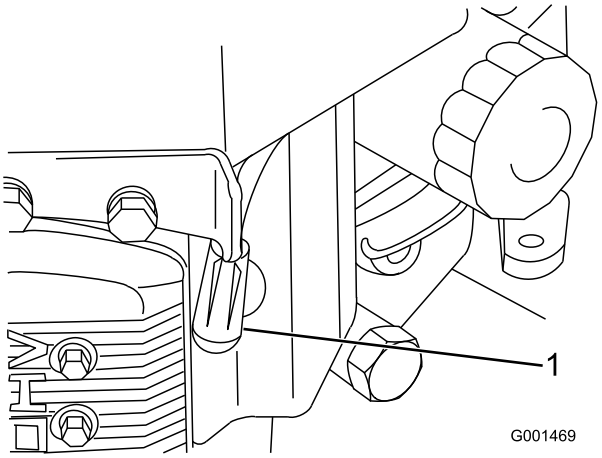

Figur 26
3. Lossa kablarna från tändstiften (Figur 26).